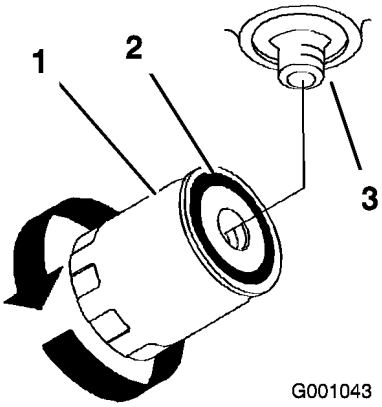

Figur 69
7. Påfør et tynt lag på gummipakningen på det nye filteret (Figur 69).
9. Fyll på den hydrauliske tanken med hydraulisk olje til oljen flyter over og drei deretter oljefilteret med klokken inntil gummipakningen er i kontakt med filteradapteren. Stram deretter til filteret med ytterligere 1/2 omdreining (Figur 69).